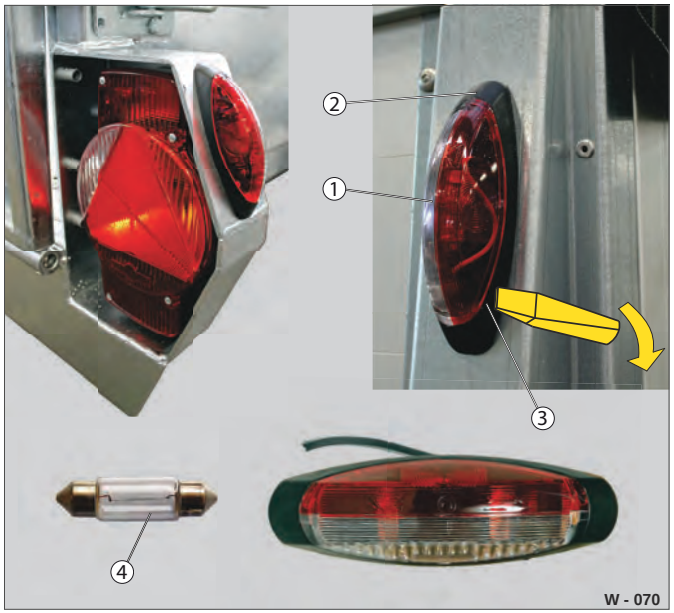

Fig. 72 Konturlygte / lampe på siden af bagenden
▶ Løsn ved hjælp af et fladt værktøj i slidsen (Fig. 72 /3) forsigtigt afdækningsglasset (Fig. 72 /1).
▶ Udskift pinolpæren (Fig. 72 /4).
▶ Sæt afdækningsglasset på holdepladen (Fig. 72 /2) - og vær opmærksom på retningen.